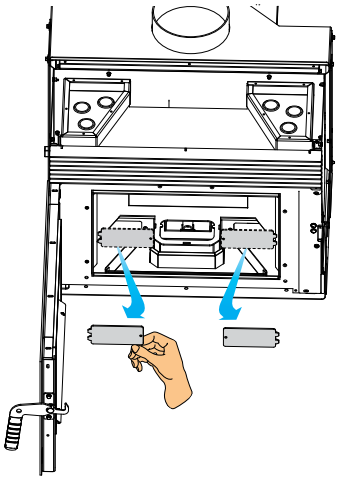

Abb. 7.18
E) Retirar las tapas del compartimento del ventilador extractor de humos (Fig. 7.18).